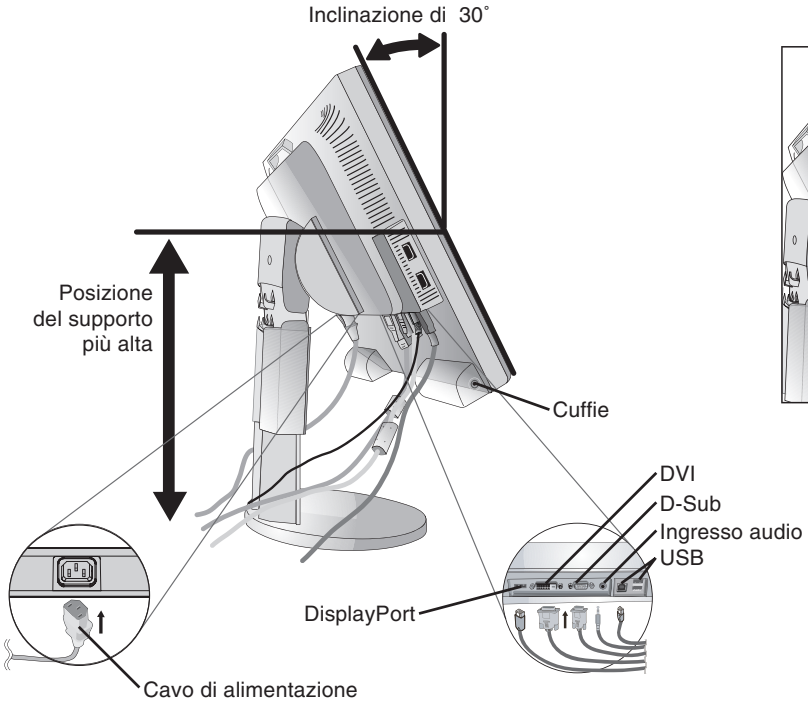
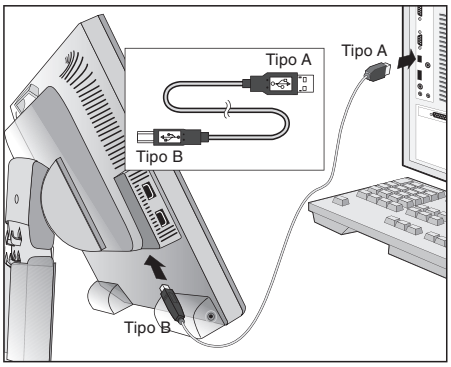

Figura C.1
Figura C.1a
3. Appoggiare le mani su entrambi i lati del monitor per inclinare lo schermo LCD di 30° e alzarlo alla posizione più alta (**Figura C.1**).
4. Collegare tutti i cavi ai connettori appropriati (**Figura C.1**). Collegare le cuffie (non incluse) al connettore appropriato sul lato sinistro del monitor (**Figura C.1**). Utilizzando il cavo USB, collegare il connettore tipo B alla porta upstream USB sul lato destro posteriore del monitor e il connettore tipo A alla porta downstream sul computer (**Figura C.1a**). Se può essere utilizzato il cavo dal dispositivo USB, utilizzare una delle porte downstream sul lato del monitor.